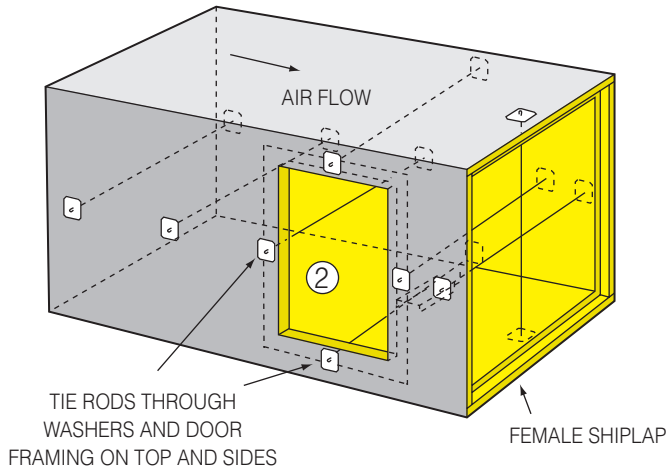

Fig. 5-23B. Reinforcement of access door framing.
If access door opening height is greater than 16" (406mm) and width is greater than maximum longitudinal reinforcement spacing as shown in Table 5-1, frame inside per ②, Fig. 5-23B. See Section III, pages 3-28 and 3-29. Install tie rods near vertical sides of door frame per spacing in Table 5-1, with $2^1/_2$" (64mm) square or 3" (76mm) round washers outside duct. Install tie rods near horizontal sides of frame per spacing in Table 5-1, measuring upstream from vertical tie rod location.